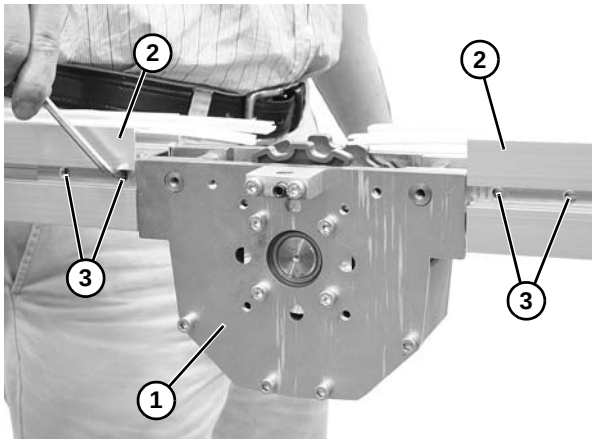

Figure 28
1. Install top running drive assembly **(Figure 28, item 1)** clamp plates into conveyor frame sections **(Figure 28, item 2)** by lining up clamp plates with slots in conveyor frame.
2. Secure with four set screws **(Figure 28, item 3)** on both sides of conveyor. Tighten all set screws 1/4 turn past contact with frame.